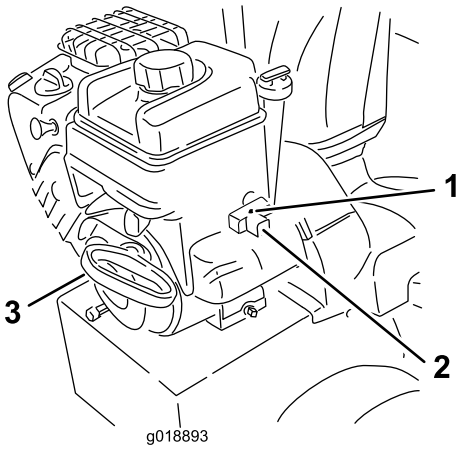

Рисунок 26
7. Запустите машину, потянув за шнур стартера или нажав на кнопку электрического стартера (Рисунок 26).